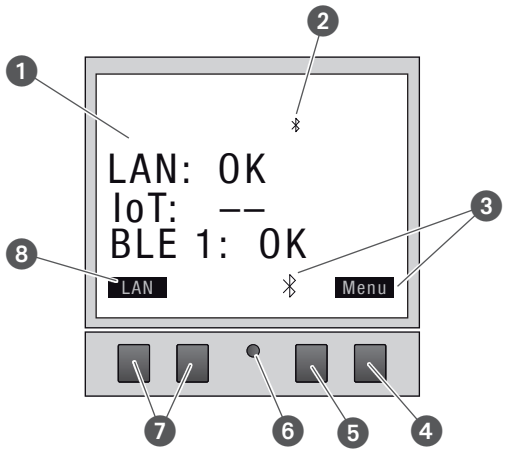

Fig. 2: Display layout
Function displays of the two buttons on the right (Fig. 2/❹ + ❺)
Function of the two buttons on the left (Fig. 2/❼)
The menu structure appears on the display when you press the menu button (Fig. 2/❹).